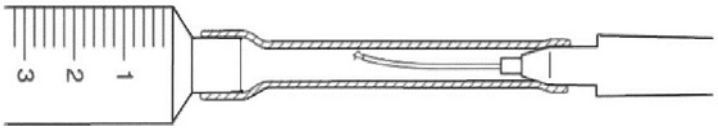

Abbildung 1 Die mitgelieferte Reinigungsspritze verwenden
3) Den Silikonschlauch über das Ende des Instruments führen und am Handgriff anbringen. Vorsichtig vorgehen, um die empfindlichen Spitzen nicht zu beschädigen. Siehe Abbildung 1 unten.